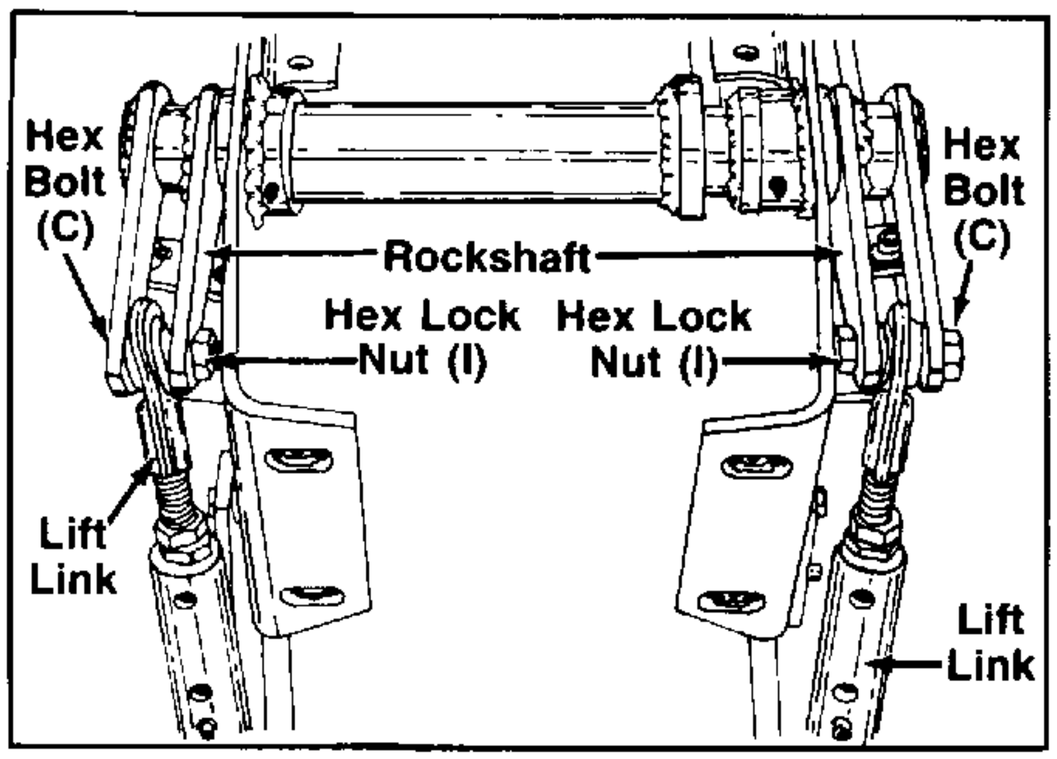

FIGURE 35.
44. Assemble the lift links to the rockshaft, using hex bolts (C) ½ x 1¾″ long and hex lock nuts (I). See figure 35.